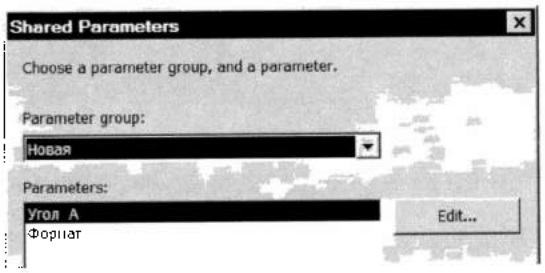

Рис. 2.10. *Выбор общего параметра*
3. Кнопкой **Select** открыть бокс **Shared Parameters** (рис. 2.10) со списком общих параметров. Если файл с общими параметрами был удален или еще не существует, то при нажатии кнопки **Select** будет предложено создать новый файл, как это было описано выше.